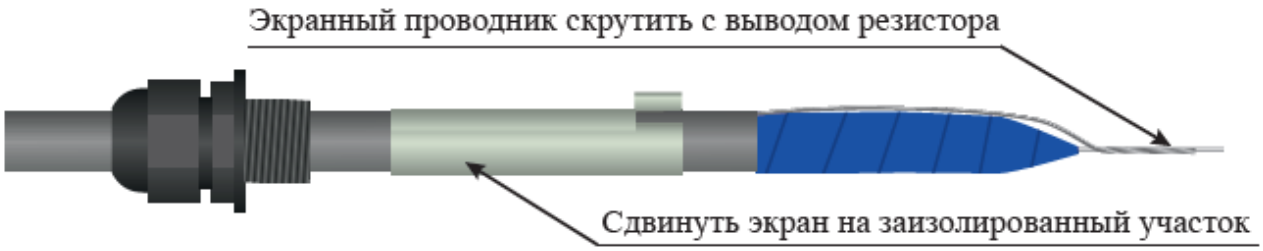

Рисунок 4.13
– экранный проводник кабеля ТППэп направить вдоль гильзы и скрутить с выводом резистора (рисунок 4.13);
– сдвинуть экран устройства оконечного на место соединения кабеля ТППэп и резистора (рисунок 4.13);